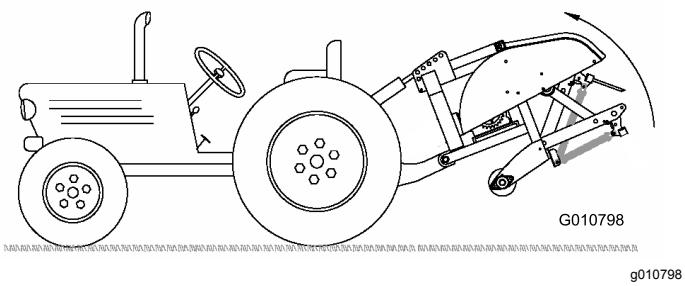

Figuur 11
2. Breng de beluchter volledig omhoog en trek de hydraulische bovenste schakel van de cilinder of de bovenste schakel volledig in (Figuur 11).